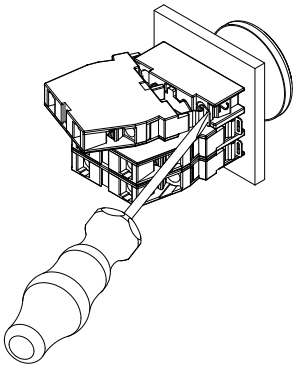

Rys. 8
1. Demontaż bloków zestyków EF odbywa się za pomocą wkrętaka płaskiego o wielkości 2 (patrz rys. 8).